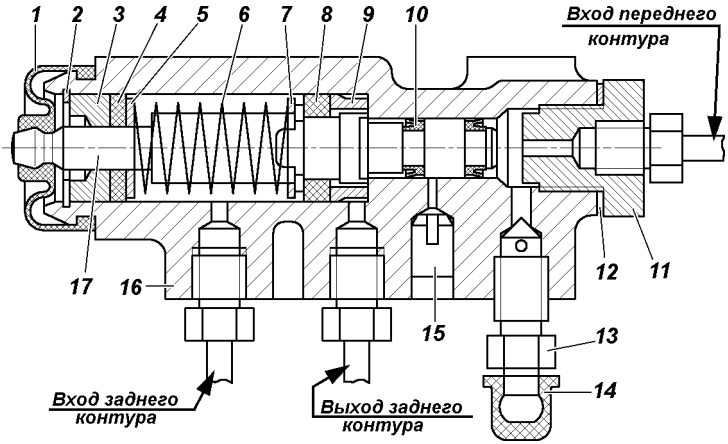

Рис. 9.34. Регулятор давления:
Регулятор давления. На автомобилях, не оснащенных антиблокировочной системой тормозов, устанавливается регулятор давления (рис. 9.34), который обеспечивает оптимальное распределение тормозных сил по осям автомобиля и не допускает блокировку задних колес раньше передних. При обслуживании проверяйте работоспособность регулятора давления. Очищайте регулятор от грязи и проверяйте надежность его крепления. Внешним осмотром убедитесь, что регулятор и детали его привода не имеют повреждений, отсутствуют подтекания тормозной жидкости и люфты в соединении стойки с упругим рычагом и кронштейном на заднем мосту.
3. Заверните болт 3 до соприкосновения его с хвостовиком поршня 17 (см. рис. 9.34) регулятора.